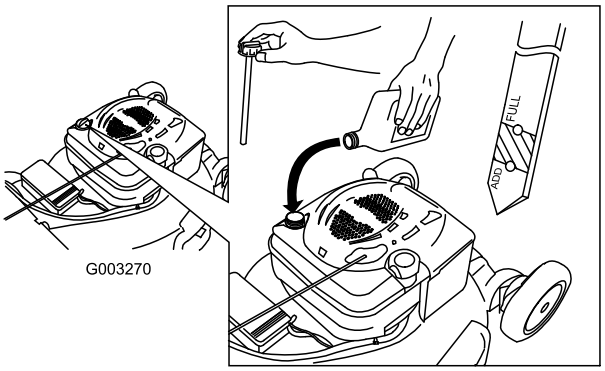

Figuur 7
1. Verwijder de peilstok (Figuur 7).
2. Giet **langzaam** olie in de vulbuis totdat het peil de Vol-markering op de peilstok (Figuur 7) bereikt. **Niet te vol vullen.** (Maximale vulhoeveelheid: 0,59 l, type: SAE 30W reinigingsolie, met onderhoudsclassificatie SF, SG, SH, SJ, SL van het American Petroleum Institute (API) of hoger).